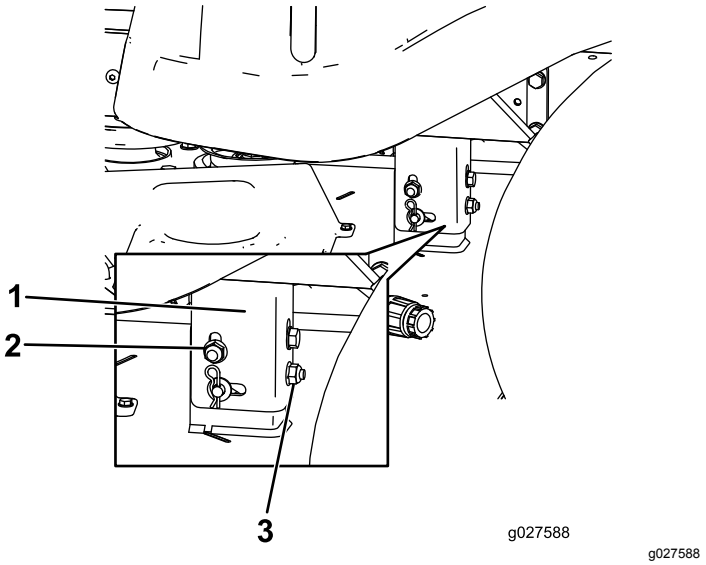

Figur 61
8. Hæv eller sænk venstre side af plæneklipper-skjoldet ved at dreje den bageste låsemøtrik (Figur 61).